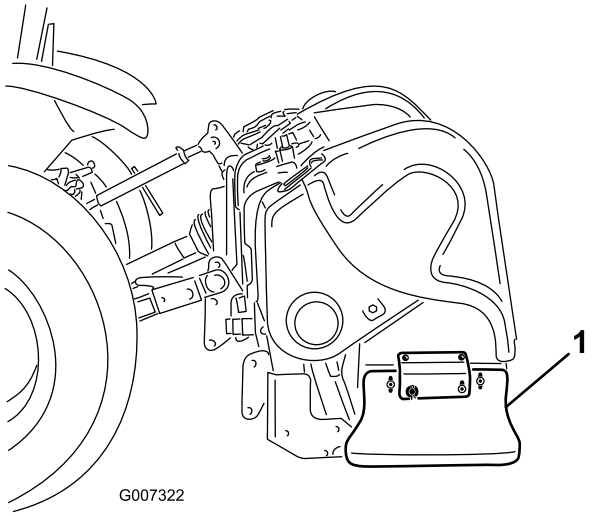

Figuur 35
1. Draai de bouten en moeren los waarmee het zijscherm aan het frame is bevestigd (Figuur 35).